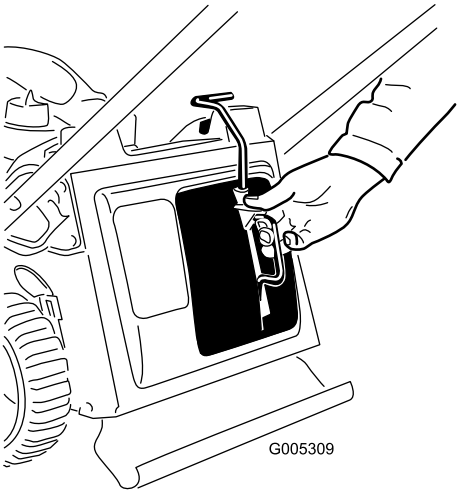

Figur 30
3. Sett inn kvernepluggen (Figur 30).